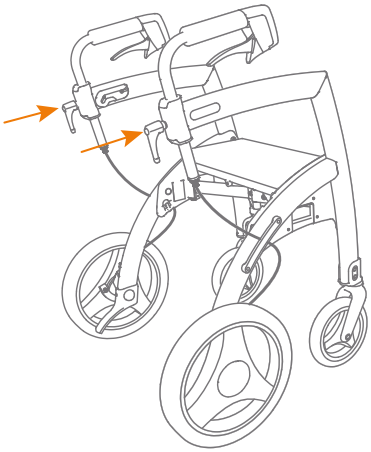

Figure 1: Screw in two adjustment handles before you use the Rollz Motion.
a. Screw in both adjustment handles to the maximum **(Figure 1 and 2)**.